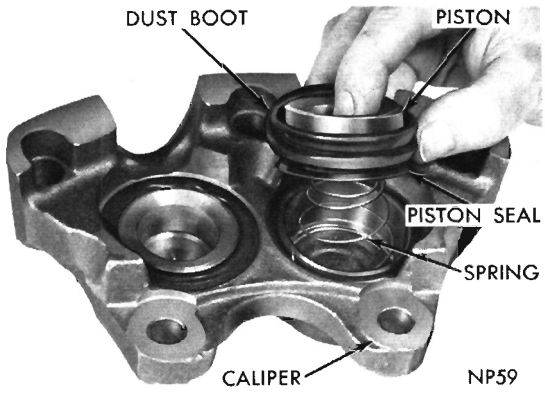

Fig. 9—Removing Piston, Boot, Seal and Return Spring
(4) Remove piston, piston seal and dust boot from caliper (Fig. 9). Remove piston return spring.
cylinder bores with #55 Dow-Corning Pneumatic Silicone Grease (or equivalent) then install piston return spring. (Be sure spring is seated in recess at bottom of bore.) (Fig. 9.) (Large diameter down.)